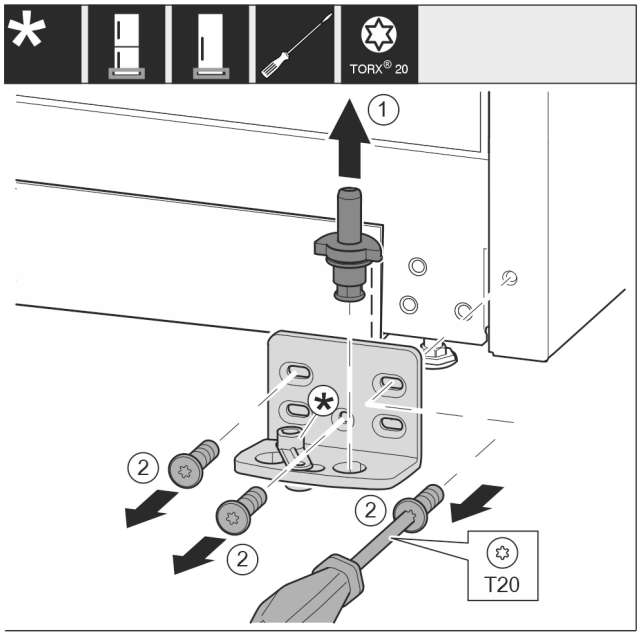

Fig. 14
- ▶ Extraiga el perno del cojinete *Fig. 14 (1)* por completo hacia arriba.
- ▶ Desatornille los tornillos *Fig. 14 (2)* con un destornillador y retire el soporte del cojinete.